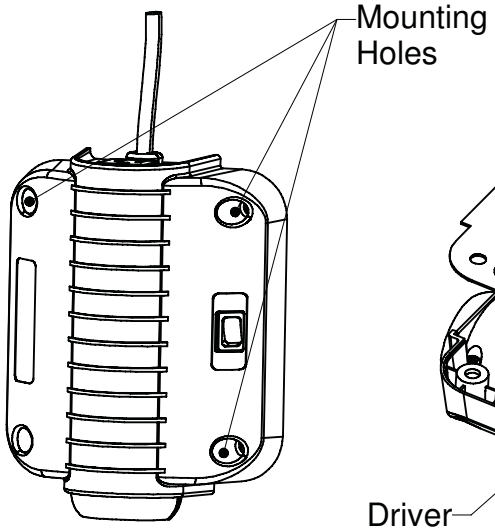

Fig. 3
1) Remove "Dock Light" from wall or column.(See Fig. 3)